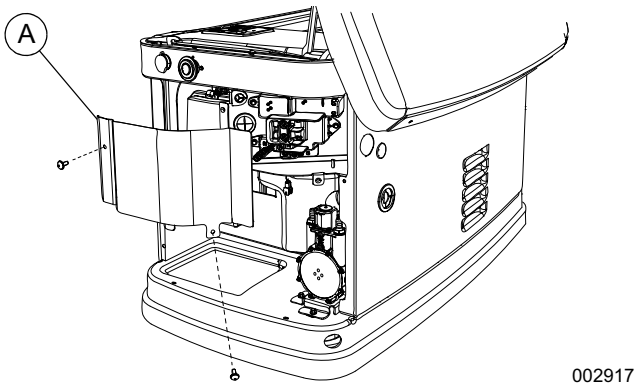
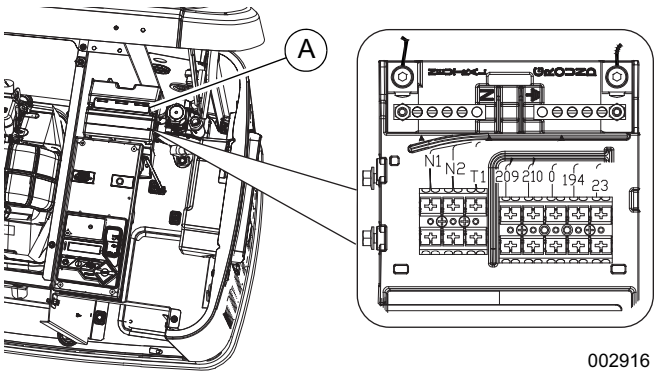

Figure 1. Retrait du capot du panneau de raccordement du client (appareils fabriqués depuis 2016)
Figure 2. Retrait du capot du panneau de raccordement du client (appareils fabriqués entre 2013 et 2015)
6. Voir la ***Figure 1*** ou ***Figure 2***. Retirez le capot du panneau de raccordement du client (A).